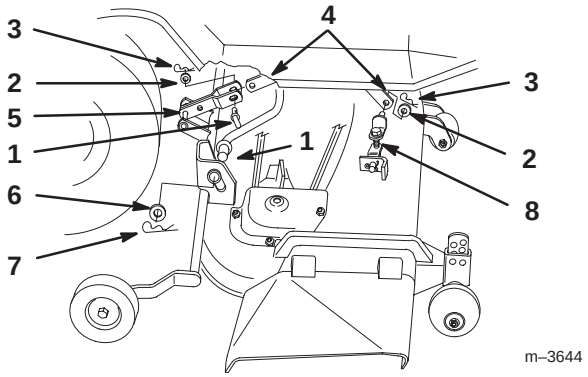

Abbildung 17
4. Haarnadelsplint, Unterlegscheibe und Gelenkzapfen vom Gestellhubarm und von der Hebevorrichtung entfernen (Abb. 17).
5. Haarnadelsplint und Unterlegscheibe von den vorderen Justiergelenken und vom vorderen Hubarm entfernen (Abb. 17).
6. Haarnadelsplinte und Unterlegscheiben von den Gestellhubarmen entfernen (Abb. 17).
7. Das Mähdeck nach rechts von den Gestellhubarmen herunterschieben (Abb. 17).